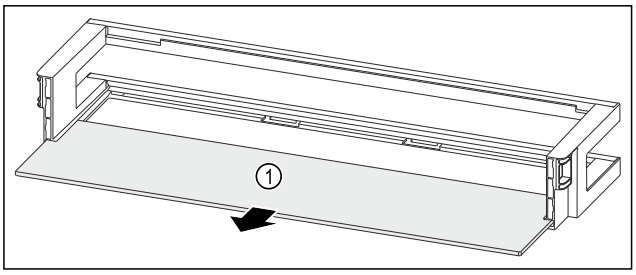

Fig. 96 Door rack with shelf
▶ Remove the shelf *Fig. 96 (1)*.